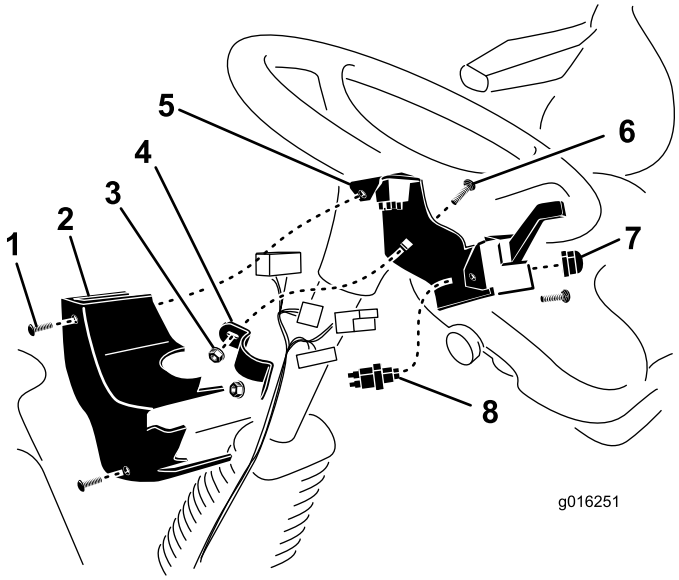

Figur 5
1. Monter hornkontakten på ratstammebeslaget med hornknappen (Figur 5) i **gummi**. Brug ikke sølvknappen, der følger med hornet.
2. Monter monteringsbeslaget på bagsiden af ratstammen med (2) 3/8 tomme x 1 tomme bræddeskruer og 3/8 tomme flangemøtrikker. Placer ratstammeenheden så højt oppe som mulig på ratstammen som vist i Figur 5. Sørg for, at ratstammeenheden ikke griber forstyrrende ind i rattets betjening.
3. Når ledningsnettet er sluttet til kontakterne, skal ratstammekappen fæstnes til ratstammeenhedens (2) hastighedsmøtrikker med skruer (Figur 5).